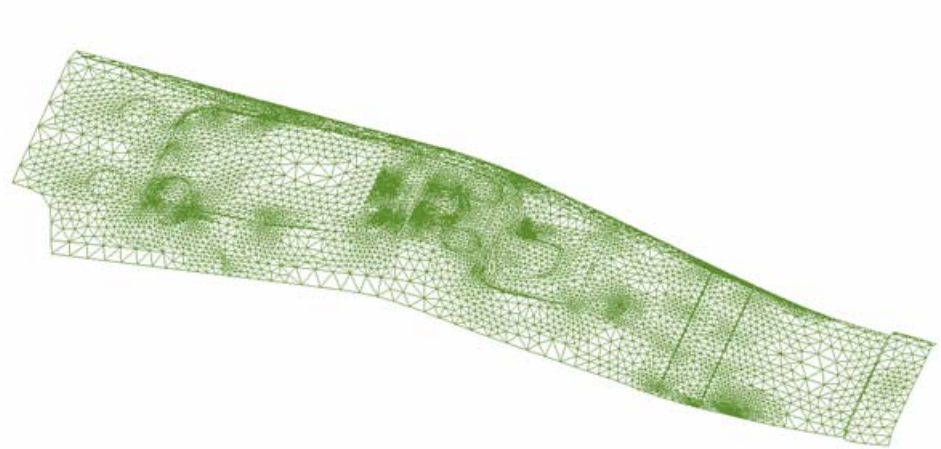

Figure 15. A mesh of the imported geometry.
13. The imported piece is now meshed. (Figure 15)